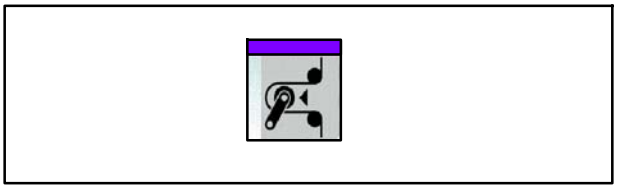

Fig. 139 Touche Enclencher/couper la tension de bande
3. Appuyer sur la touche Enclencher/couper la tension de bande (Fig. 139) pour couper la tension de bande